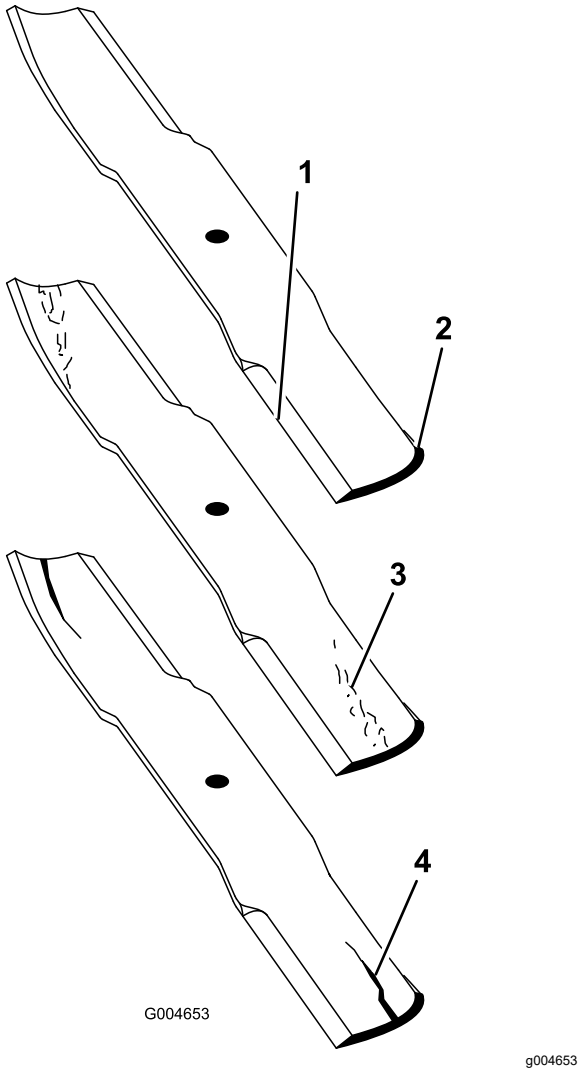

Figuur 73
1. Controleer de snijranden (Figuur 73). Als de snijranden niet scherp zijn of inkepingen vertonen, moet u de messen verwijderen en deze slijpen. Zie De maaimessen slijpen (bladz. 42).
2. Controleer de messen, in het bijzonder de vleugel (Figuur 73). Als u beschadiging, slijtage
of groefvorming in dit deel constateert (Figuur 73), moet u het mes direct vervangen.